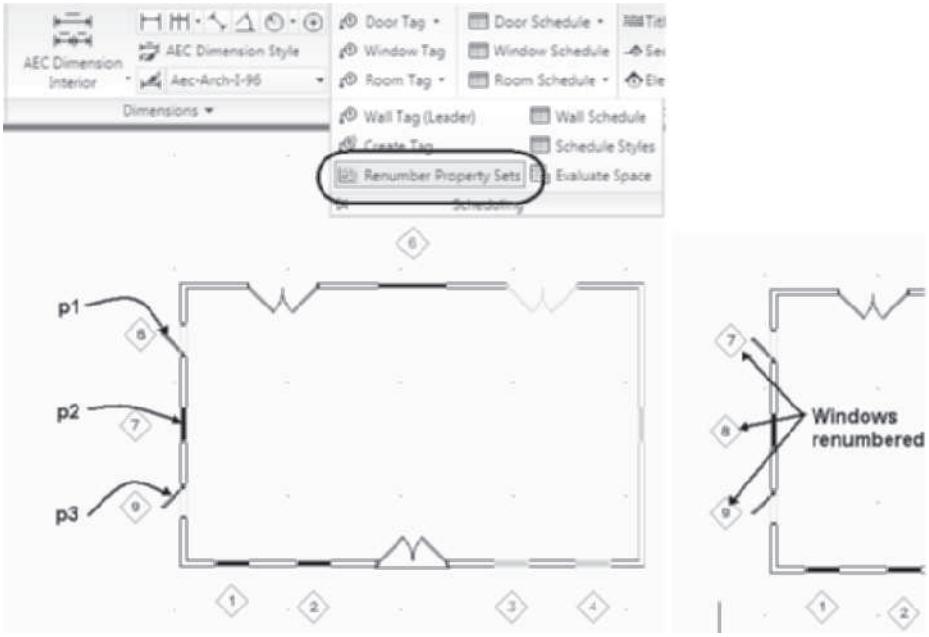

FIGURE 11.60 *Tags numbered using the Renumbered Data tool*
10. Select the **Renumber Property Sets** from the slide out of the Scheduling panel. Edit the **Data Renumber** dialog box as follows: Property Set = **Window Objects**, Property = **Number**, Start Number = **7**, Increment = **1**, and clear the **Attach New Property Set** checkbox. Click **OK** to dismiss the Data Renumber dialog box. Select the windows of the left wall using the following workspace prompts (see Figure 11.60).